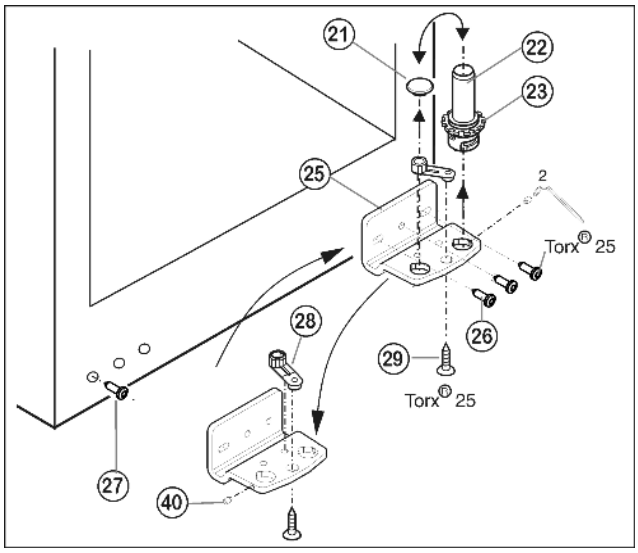

Fig. 6
- ▶ Установите дверцу сверху на нижний опорный палец *Fig. 6 (22)*.
- ▶ При необходимости выровняйте дверцы через два продольных паза в нижнем опорном кронштейне *Fig. 6 (25)* параллельно корпусу устройства. Для этого выкрутите средний винт.